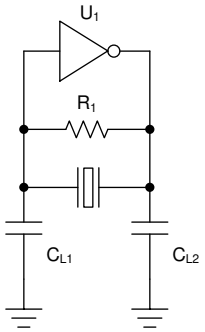

図 6-1. ピアス型発振器
どちらの水晶発振器も 図 6-1 に示すピアス型発振器です。このタイプの発振器では、水晶振動子と負荷コンデンサが π フィルタを形成し、内部アンプに 180° の位相シフトを行って、指定された周波数に発振器がロックされた状態に維持します。この周波数が妥当なものとなるよう、水晶振動子の容量性負荷 (CL) パラメータに基づいて、負荷容量の大きさを適切に選定する必要があります。